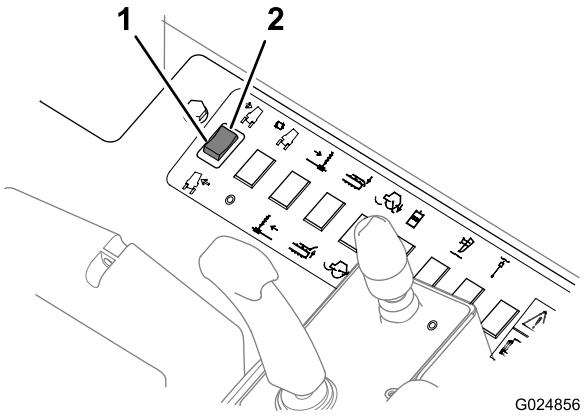

Figura 51
- Spingete la parte superiore di questo interruttore verso il basso (Figura 51) per inclinare la macchina a destra sui terreni inclinati.
- Spingete la parte inferiore di questo interruttore verso il basso (Figura 51) per inclinare la macchina a sinistra sui terreni inclinati.